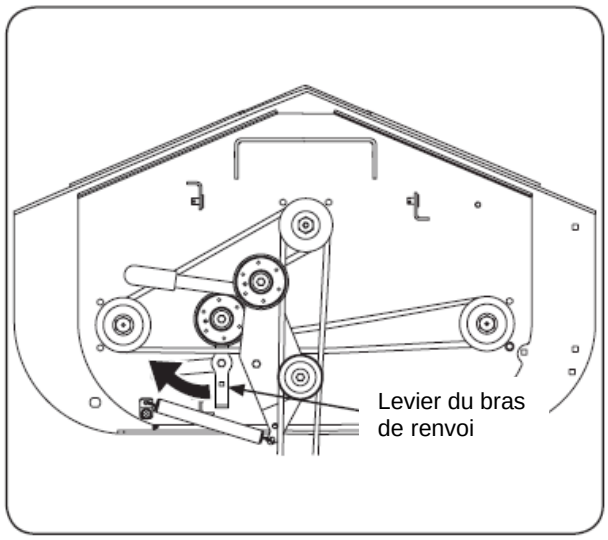

Figure 7-3
3. À l'aide d'une clé à douille ou d'un bras de force de " 1/2", insérez l'extrémité motrice dans l'orifice carré de 1/2" dans l'assemblage du bras de renvoi inférieur et tirez le bras de renvoi en sens horaire. Consultez la Fig. 7-3. Pendant que vous retenez le bras d'envoi, desserrez la courroie de plateau de la poulie et glissez la courroie à l'extérieur de la poulie.